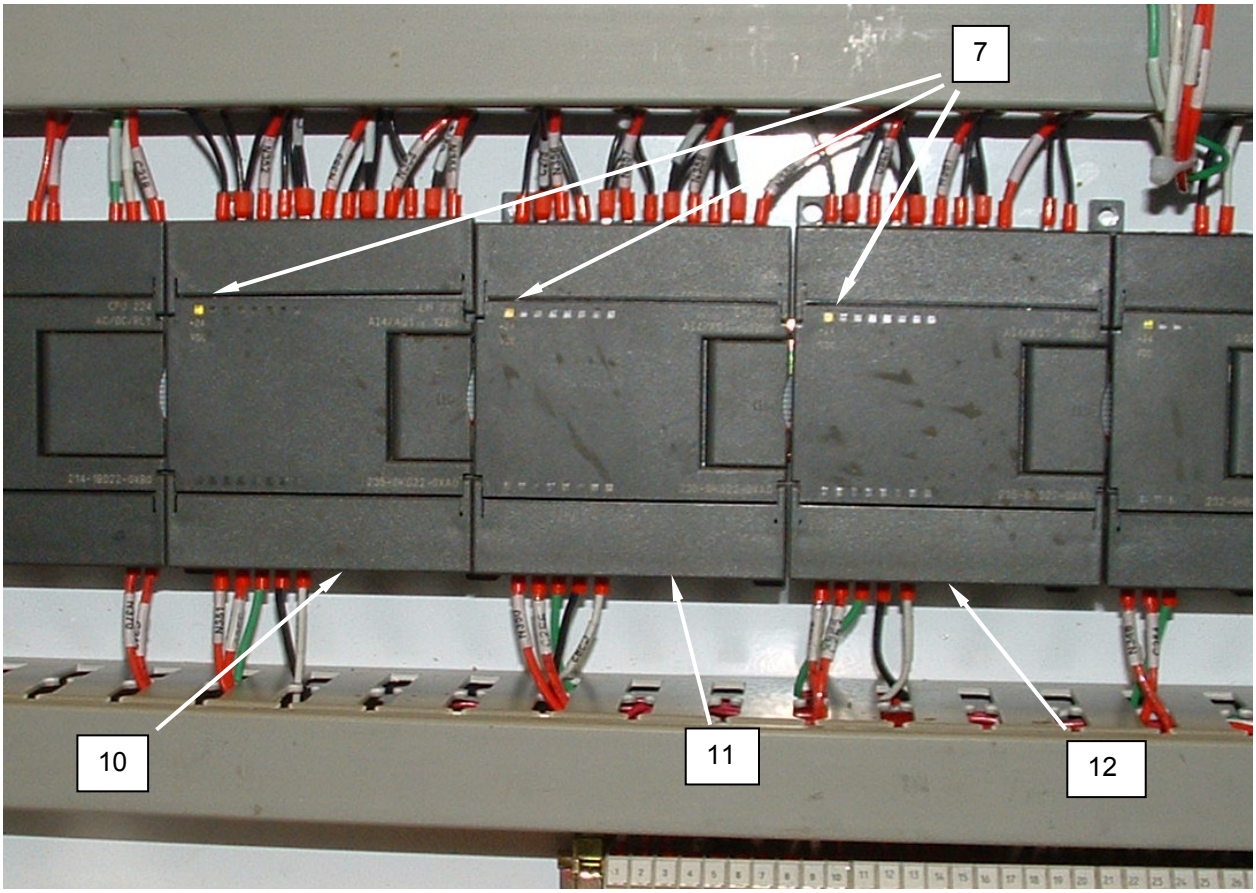

Figure 10. Test Analog Input/Output Module.
2. Ensure PLC is ON, and check the power indicator LED **(Figure 10, Item 7)** on the Analog Output Module. If the power indicator light is off, check the power indicator light on the Analog Input/Output module adjacent. If the power indicator light on the adjacent module is ON, replace the Analog Output module.
3. If the power indicator LED **(Figure 10, Item 7)** in ON, check for the following sensor failures:
P-3 Flow Transmitter	Module No. 1 **(Figure 10, Item 10)**
P-1 Discharge Pressure	Module No. 2 **(Figure 10, Item 11)**
Nanofilter Inlet Pressure	Module No. 3 **(Figure 10, Item 12)**